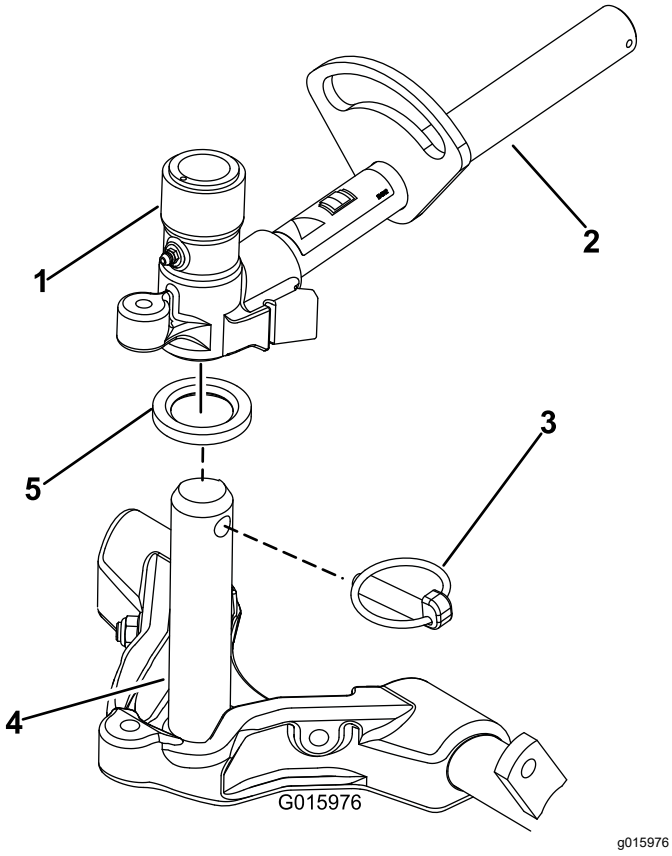

Figur 16
9. Smörj bärramens axel med rent fett (Figur 16).
10. Vid montering av de främre klippenheterna ska en klippenhet skjutas in under lyftarmen samtidigt som bärramens axel förs upp och in i lyftarmens svängok (Figur 16). Kontrollera att tryckbrickan sitter på plats på bärramens axel.
11. Fäst bärramens axel på lyftarmens ok med hjälp av sprinten (Figur 16).
B. Sätt i lyftarmens ok i bärramens axel (Figur 16).